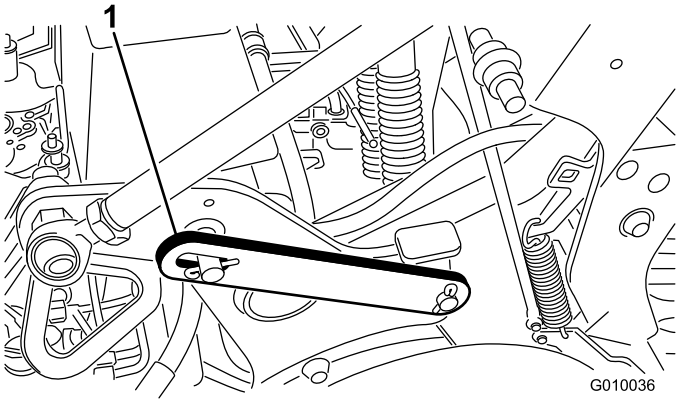

**Figur 20**
2. Ta bort klämringen som fäster servicespärren i förvaringsläget (Figur 20).